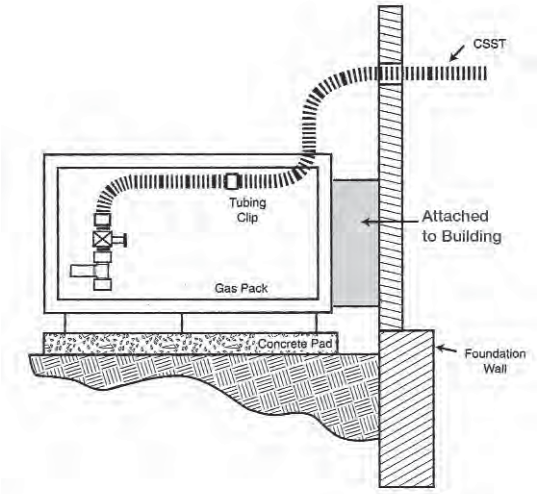

Fig. 4-66
c) Gas Packs and Other Non-Moveable Equipment (Fig. 4-66) – Can be connected to the Gastite®/FlashShield™ CSST system either through a terminating fitting and rigid pipe or directly with Gastite®/FlashShield™ CSST connected to the appliance shut-off valve.